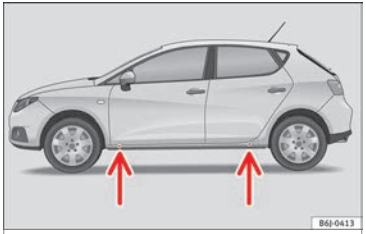

Fig. 160 Jack position points
– Locate the jacking point under the door sill closest to the punctured wheel ››› Fig. 160.
Recesses at the front and rear of the door sills mark the jacking points ››› Fig. 160. There is only one jacking point for each wheel. Do not fit the jack anywhere else.